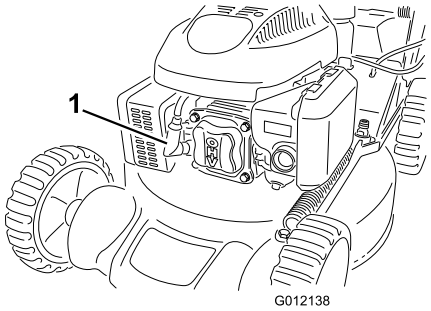

Figuur 18
2. Trek de bougiekabel los van de bougie (Figuur 18) voordat u onderhoudswerkzaamheden uitvoert.
2. Verwijder de bougiekabel van de bougie (Figuur 18).